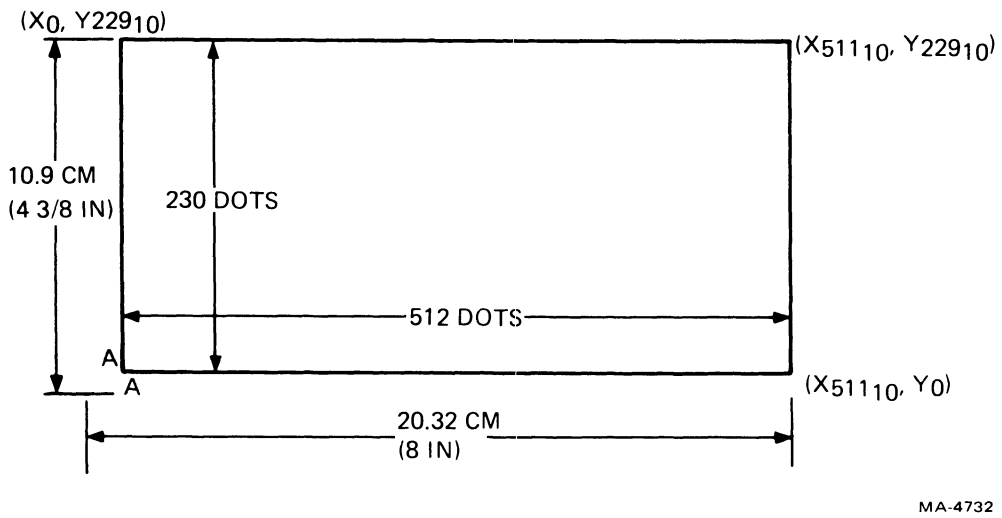
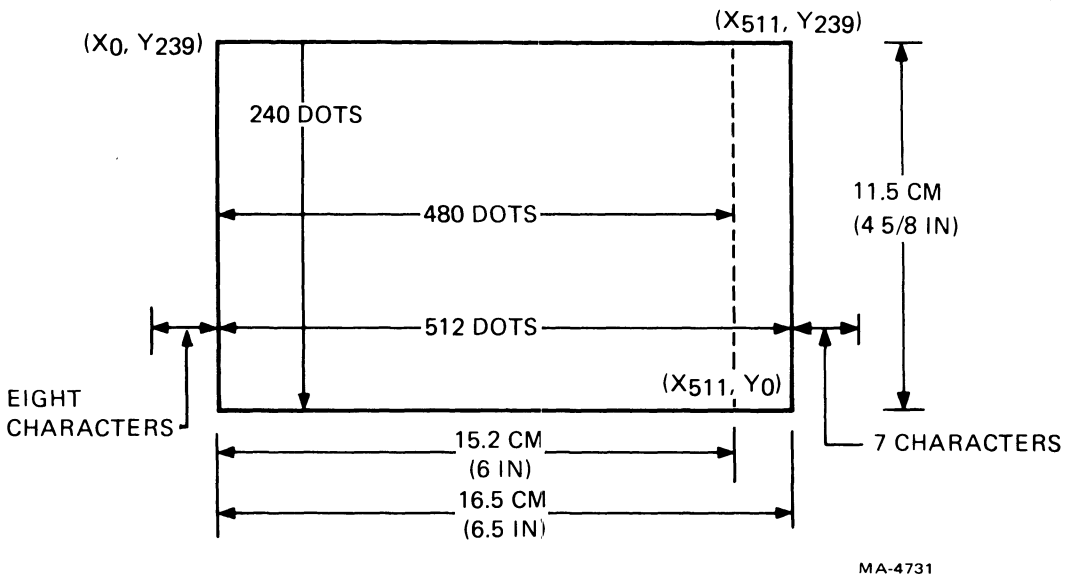

Figure 6-14 Rectangular Aspect Ratio Graph Drawing Field
Figure 6-15 Square Aspect Ratio Graph Drawing Field
6.4.1.4 Selecting Mode of Operation – There are two formats or modes for setting up the display: rectangular format and square format. The rectangular format uses a 10.4 MHz signal to display graphic data on the video screen in an area 230 dots high by 512 dots wide, as shown in Figure 6-14. The square format increases the rate of transmission to 12.4 MHz. The same graphic information is displayed in a more compact area, as shown in Figure 6-15.
Rectangular Aspect Ratio – In the rectangular aspect ratio graph drawing field, (Figure 6-14) space is provided in the left margin for one character. Under the graph field, there is space for one line of characters. To set up the left margin, a delay is needed before starting the graph. Two signals (1.2 μs and 320 ns) are added together to create a 1.52 μs delay after horizontal blank time. This time allows space for one character in the left margin before starting the first X-address of the graph.
Square Aspect Ratio – In the square aspect ratio graph drawing field, (Figure 6-15) additional delay must be achieved before starting the first X-address. A 640 ns pulse is used to clock a counter loaded to divide by 8. A 5.12 μs delay is achieved before starting the graph centering the graph field on the screen.